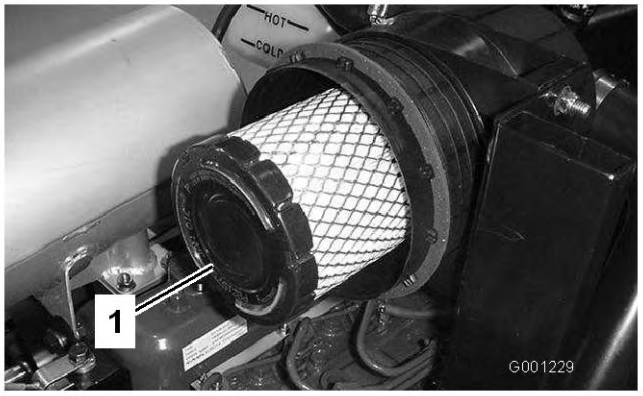

Figure 47
4. Déposez et remplacez l'élément principal (Figure 47).